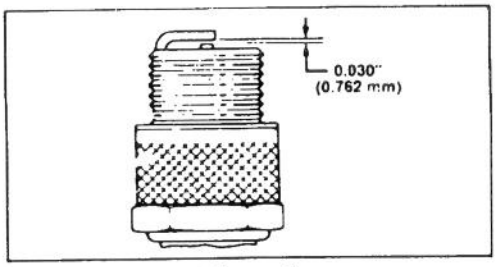

Figure 14
3. Set air gap at 0.030" (0.762 mm) (Fig. 14). Install correctly gapped spark plug and gasket seal. Tighten plug firmly to 18 ft-lb (24.4 N-m).